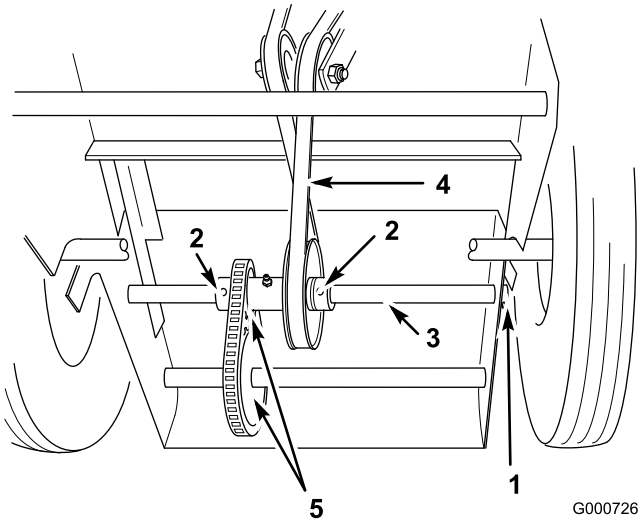

Figuur 37
in beide kragen los en tik de schacht zo ver naar links dat u de nieuwe riem kan monteren (Figuur 37).
15. Verwijder de riem van de poelie van de aandrijfas (Figuur 37).
Belangrijk: De riem moet worden gemonteerd zoals in Figuur 37 of de tractie-aandrijving zal achterwaarts lopen.
16. Plaats de as weer in zijn oorspronkelijke stand, zet de kragen vast met de stelschroeven en de as met de R-pen (Figuur 37).
17. Zorg ervoor dat de tandwielen goed zijn uitgelijnd (Figuur 37).